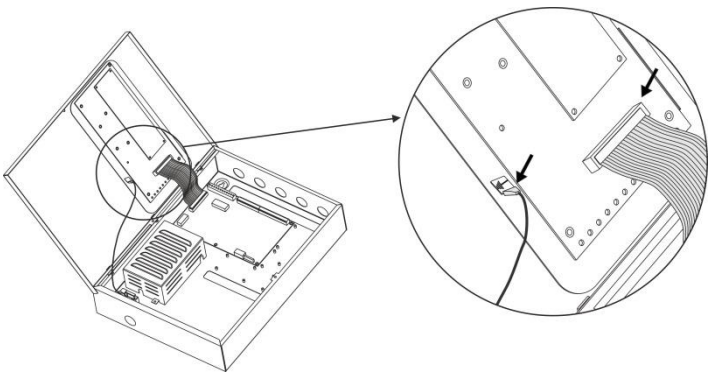

Figure 2
• Open the front cover and disconnect the flat indication cable and the earthling point (Figure 2).
• Connect back the flat cable for the indication and the earthling point (Figure 2).